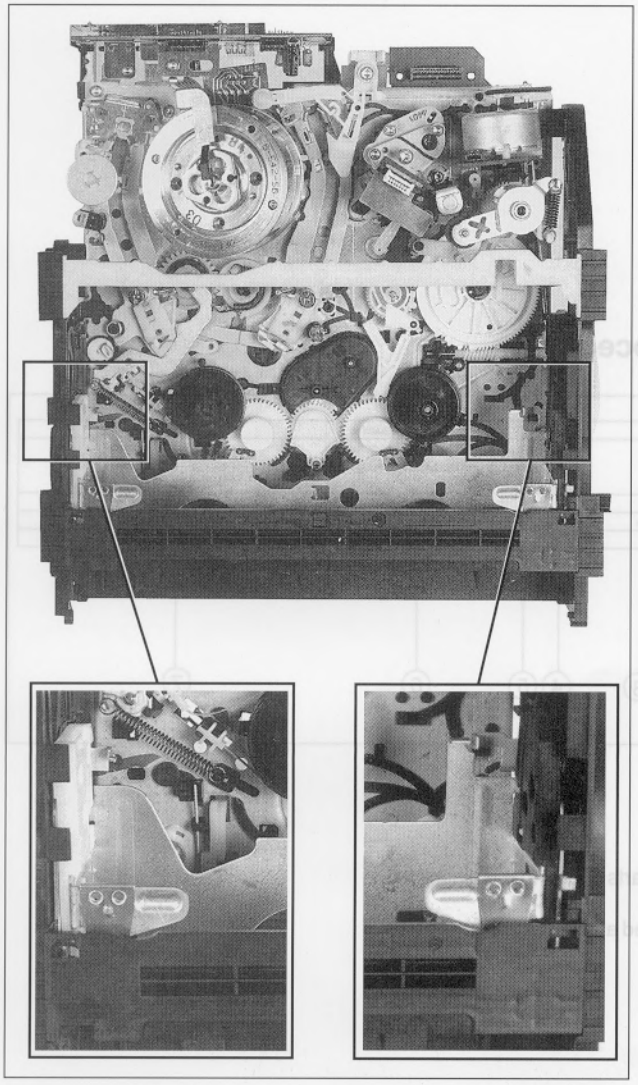

Fig. 1-13
3. Turn the loading pulley counterclockwise (front view) until the cassette compartment is locked by the right locking tab (fig. 1-13).
4. Clear the right locking tab by moving the lever forward (fig. 1-13).
5. Turn the loading pulley counterclockwise (front view) until the cassette compartment is locked by the left locking tab (fig. 1-13).
6. Clear the left locking tab by pressing down the lever (fig. 1-13).